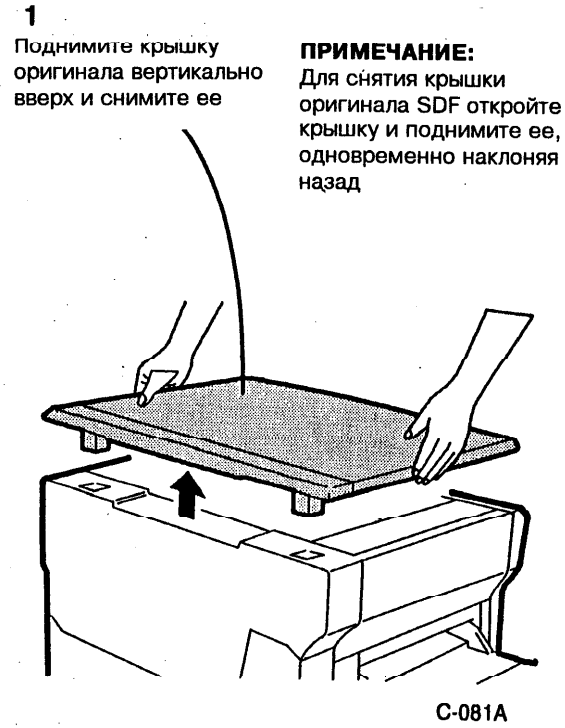

Рис. 1. Снятие крышки оригинала
1. (Рис.1): Снимите крышку оригинала.